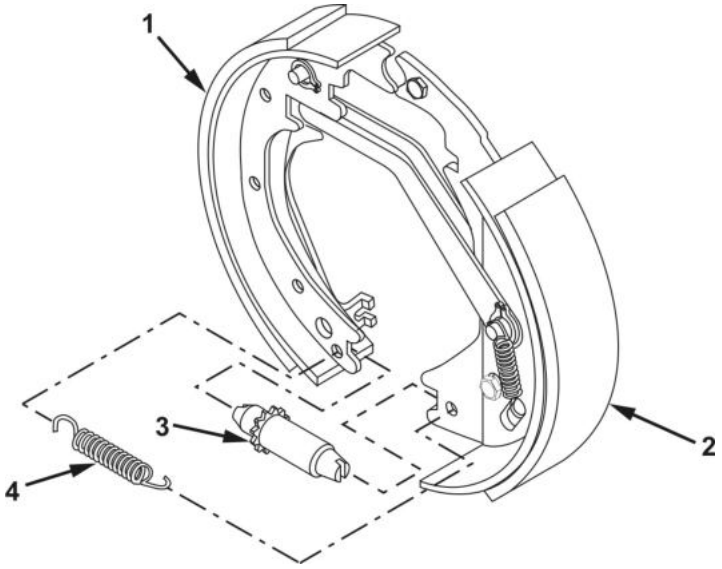

Figure 10. Brake Adjuster Installation.
10. Install spring (Figure 10, Item 4) and adjuster (Figure 10, Item 3) securing front brakeshoe assembly (Figure 10, Item 2) to rear brakeshoe assembly (Figure 10, Item 1).